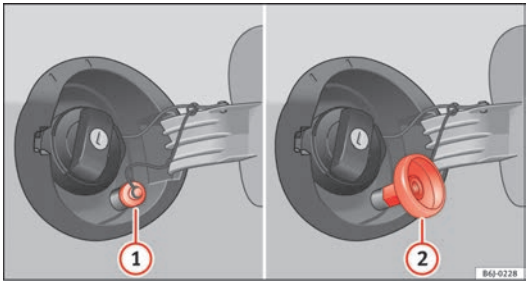

Fig. 130 Fuel tank open with LPG filler neck and adapter
– Unscrew the cap of the gas filler neck ⇒ Fig. 130 (1).
– Screw the required adapter ⇒ Fig. 130 (2) on the gas filler neck (1).
– Unscrew the adapter ⇒ Fig. 130 (2).
– Screw on the cap of the gas filler neck ⇒ Fig. 130 (1).